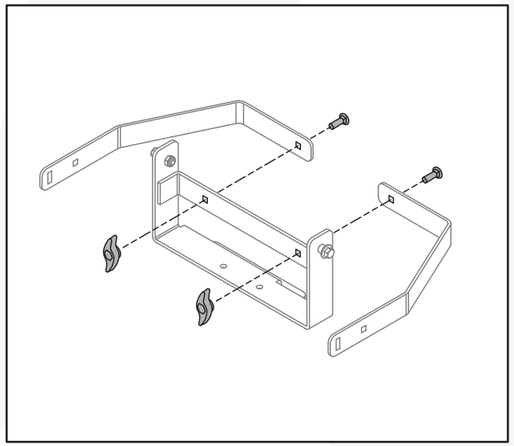

Fig. 1
1.Monte el soporte inferior del recogedor de hierba con dos tornillos (M8 x 25) y dos tuercas de mariposa. (Fig. 1)